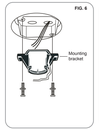

FIG. 6
Step 1. Attach the mounting bracket to the outlet box with two screws and washers provided in the outlet box. Make sure the mounting bracket is tight and secured. (Fig.6)